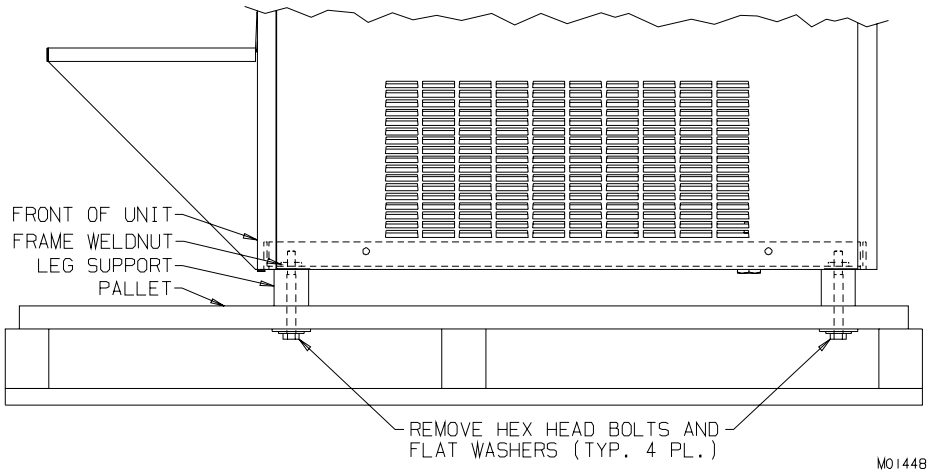

Figure 2-1 Machine Bolted to Shipping Base
2. Remove the shipping bolts on the bottom of the freezer (figure 2-1) and install the casters (figure 2-2).